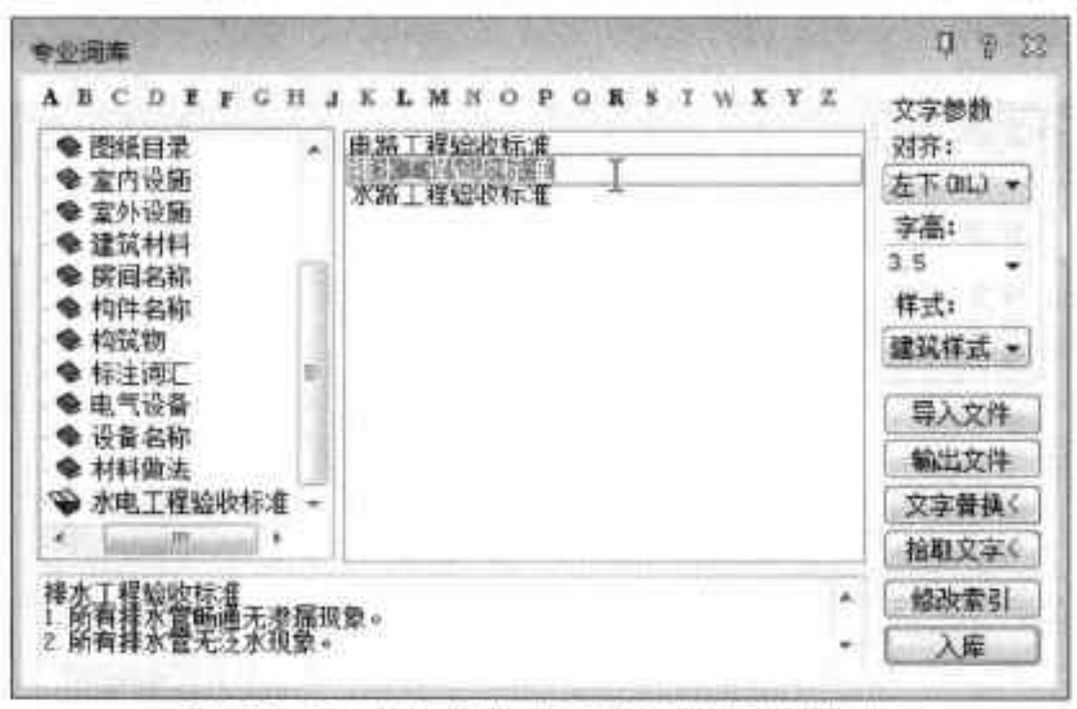

图17-17 添加“排水工程验收标准”内容
Step 07 按照同样的方法，将“排水工程验收标准”内容收入至词库中，如图 17-17 所示。